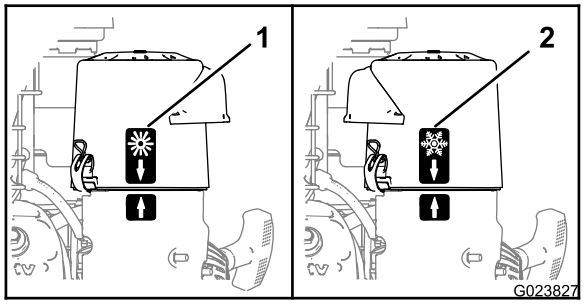

Rysunek 8
- Eksploatując maszynę w **niskiej temperaturze otoczenia** (zimne i wilgotne powietrze), pokrywę filtra powietrza należy zamontować tak, aby symbol płatka śniegu był skierowany na zewnątrz (Rysunek 8).
- Eksploatując maszynę w **normalnej temperaturze otoczenia**, pokrywę filtra powietrza należy zamontować, tak, aby symbol słońca był skierowany na zewnątrz. (Rysunek 8).